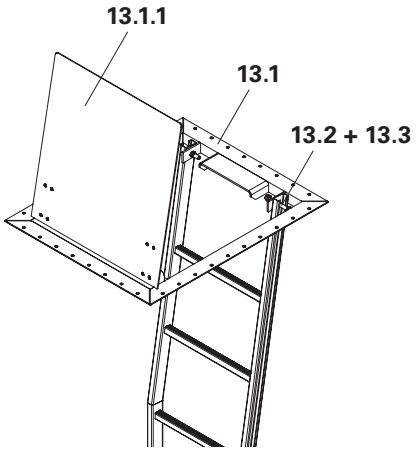

Abb. B4.04
2. Leiter von oben mit 2 Schrauben M12 x 40 und Muttern (**13.2 + 13.3**) an der Luke festschrauben (Abb. B4.04).